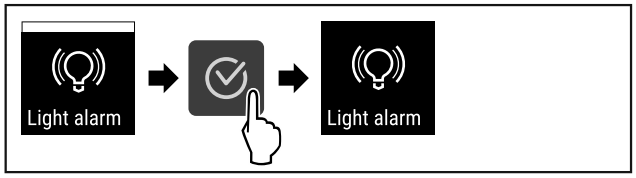

Fig. 99
▶ Suivre les étapes (voir Fig. 99) .